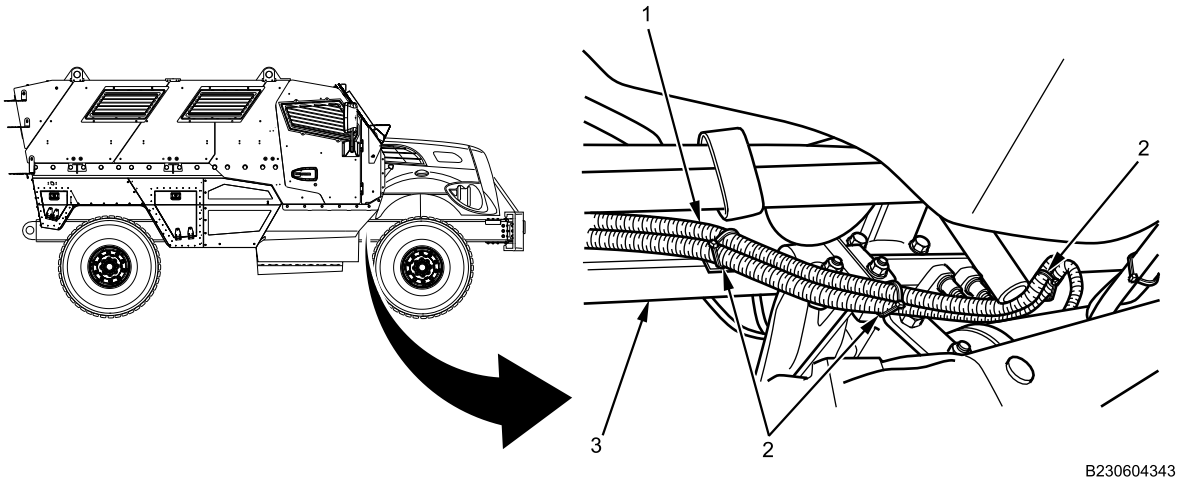

Figure 3. Winch Cables Along Right Side Frame Rail.
4. Remove and discard cable lock straps (Figure 3, Item 2) along inner right side frame rail (Figure 3, Item 3). Remove winch feed cable (Figure 3, Item 1).